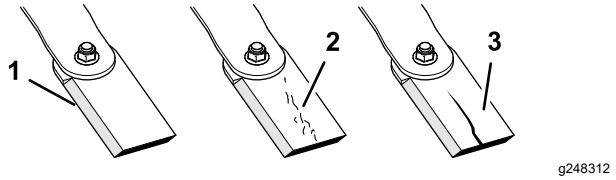

Figura 35
1. Inspeccione los filos de corte (Figura 35).
4. Si observa grietas o desgaste, instale inmediatamente una cuchilla nueva (Figura 35).